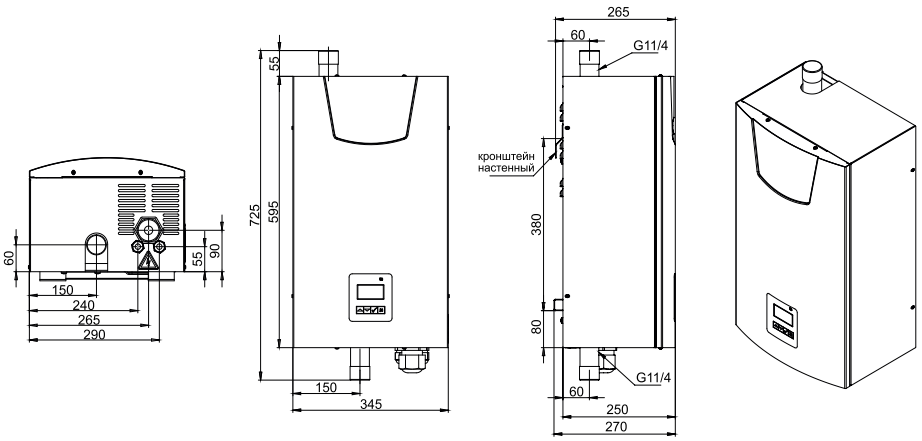

Рис.5. Габаритные и присоединительные размеры котлов
• Закрепить кронштейн крепления на вертикальной поверхности в необходимом месте с помощью шурупов, входящих в комплект, и установить на него котел как показано на Рис.1. Габаритные и присоединительные размеры котлов указаны на Рис.5;